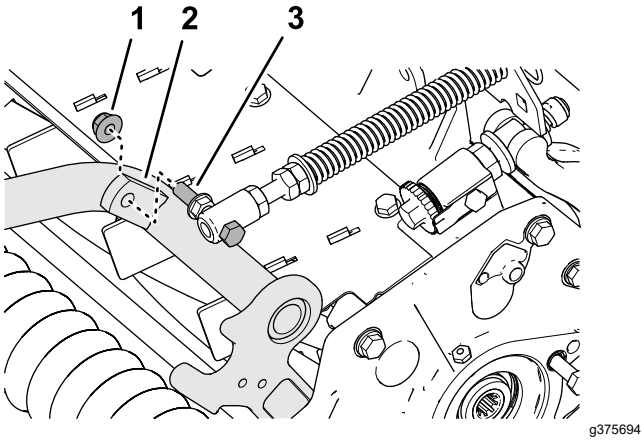

Figuur 13
4. Monteer de tapbout van de gazoncompensatieveer op de rechterlip van het draagframe (Figuur 13); gebruik hierbij de flensborgmoer (⅜").